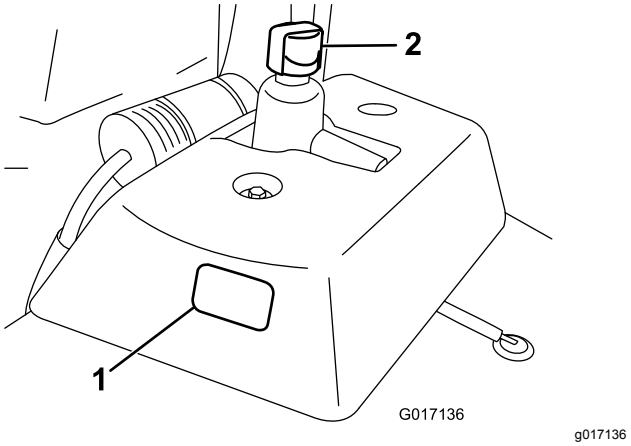

Figur 48
2. Kontrollera oljenivån med hjälp av inspektionsfönstret som sitter på sidan av reservoljetanken (Figur 48).